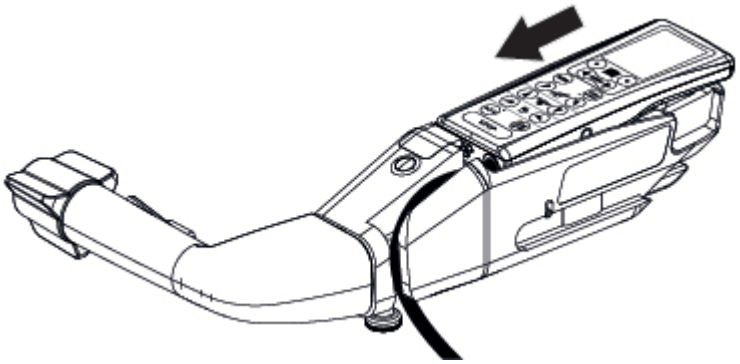

Figura 6-7. Instale el mando a distancia
2. Deslice el mando a distancia en el mango para el traslado motorizado. Consulte la *Figura 6-7*.